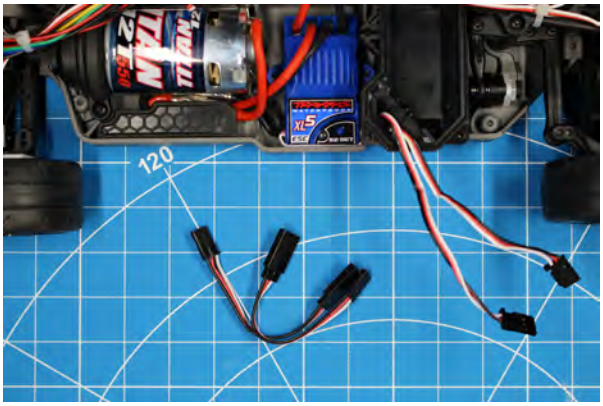

Figure 34: Two Female to Male PWM servo cables.
- **2x** Female to Male PWM servo extension cable 3 to 6 inches (See Figure 34).